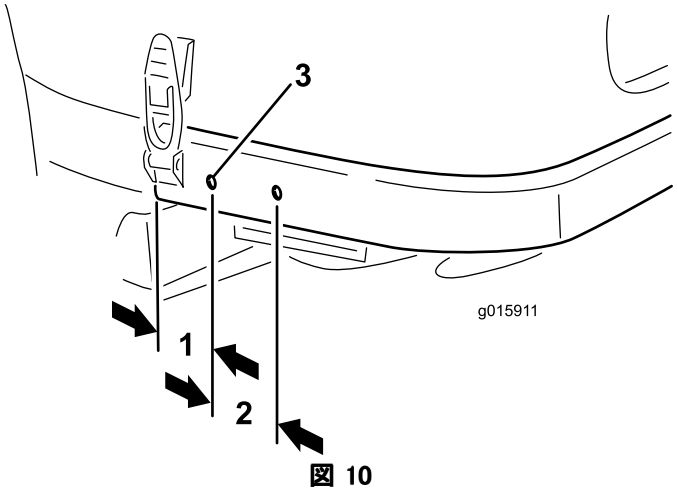

図 10
2. 図 10 に示された通りの寸法で、後フレームの左右両側それぞれに、直径 9㎜ の穴を 2 ヶ所あける。穴どうしが上下にずれないように注意すること。